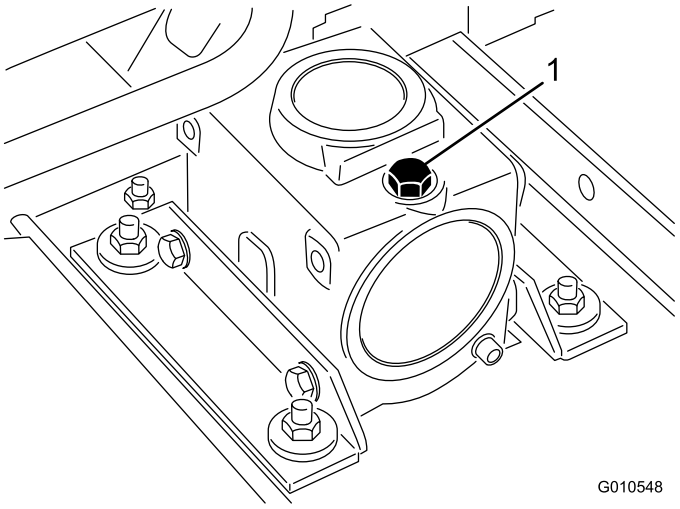

Figur 12
2. Ta ut peilestaven/fyllpluggen fra toppen av girkassen (Figur 12), og kontroller at oljenivået er mellom merkene på peilestaven. Hvis nivået er lavt, må du fylle på olje til nivået er mellom merkene.